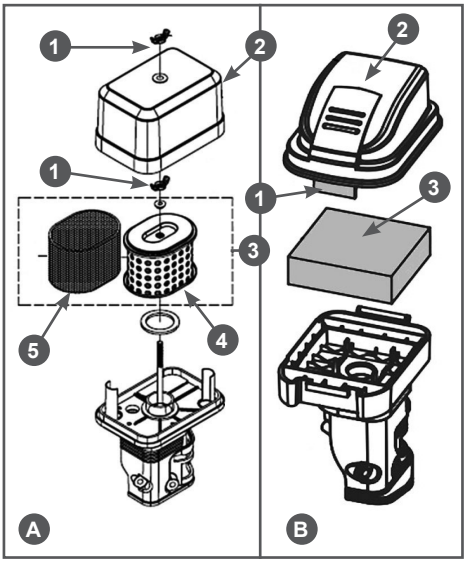

Рис. 10 Обслуживание воздушного фильтра
го фильтра) (Рис. 10 п. 1) и снимите крышку воздушного фильтра (Рис. 10 п. 2).
2. Извлеките из корпуса воздушный фильтр (Рис. 10 п. 3).
3. Проверьте целостность и чистоту воздушного фильтра. Поролоновый (предварительный) фильтрующий элемент тип «А» (Рис. 10А п. 5) установлен на корпусе бумажного фильтрующего элемента (Рис. 10А п. 4).
4. При незначительном загрязнении промойте поролоновый фильтр (Рис. 10А п. 5 и Рис. 10В п. 3) теплым мыльным раствором и просушите. Поврежденный или сильно загрязненный поролоновый фильтр замените.
Бумажный фильтрующий элемент (Рис. 10А п. 4) не подлежит очистке, необходима его замена. Не продувайте бумажный фильтрующий элемент сжатым воздухом, не промывайте его в бензине и других растворителях. Эксплуатация двигателя с грязным или поврежденным воздушным фильтром, или без воздушного фильтра приведет к попаданию грязи и пыли в карбюратор и двигатель, что в свою очередь, станет причиной его быстрого износа. Двигатель в этом случае не подлежит ремонту по гарантии.